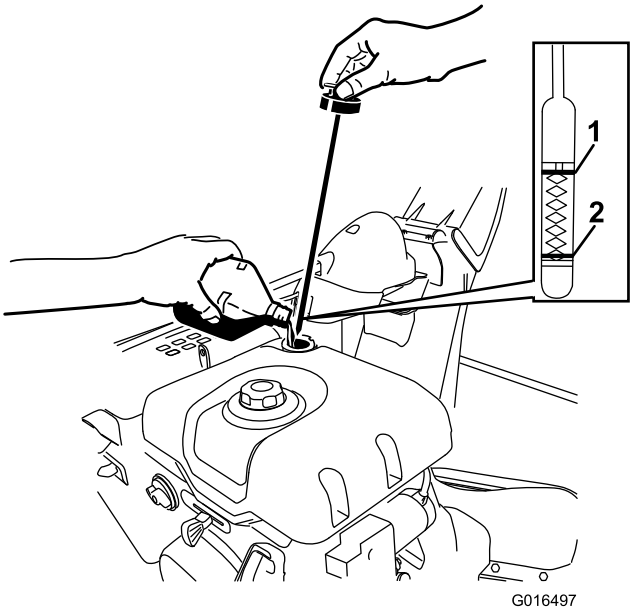

Figur 20
1. Ta ur oljestickan genom att rotera locket moturs och fyll **långsamt** på olja i påfyllningsröret så att nivån höjs till markeringen Full på stickan. **Fyll inte på för mycket.** (Figur 20).